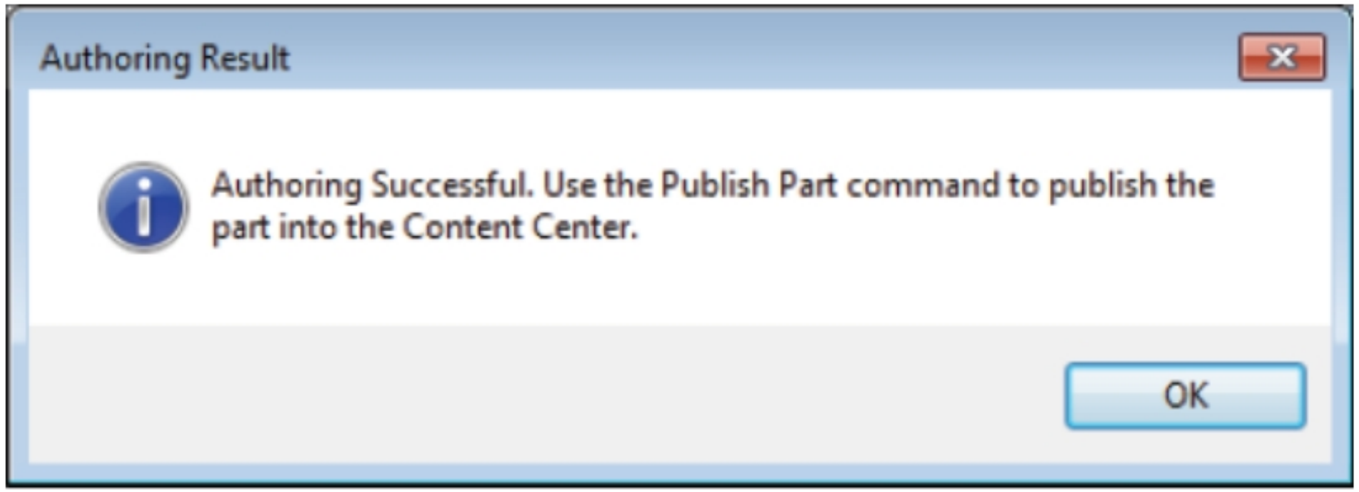

Figure-39. Authoring Result message box
- Specify desired reference value in the **RefDes** edit box and click on the **OK** button. The **Authoring Result** message box will be displayed; refer to Figure-39.